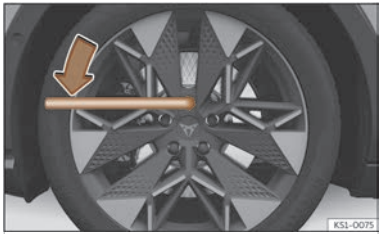

Fig. 204 Tyre change: loosen the wheel nuts.
- Fit the box spanner into the bolt as far as it will go ››› **Fig. 204**.